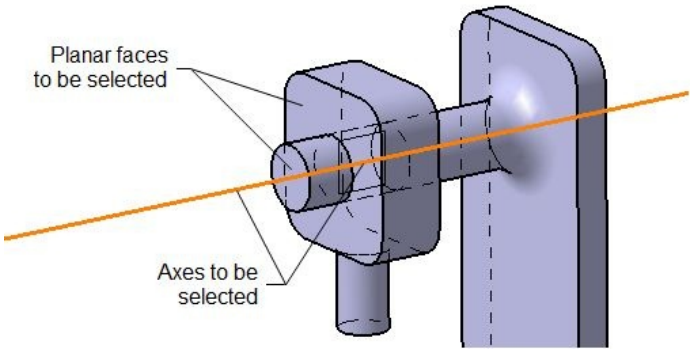

Figure 16-102 *Axes and planar faces to be selected for creating the Prismatic joint*
2. Select the axis of the hole in the Guide, as shown in Figure 16-102; you are prompted to select the second line. Note that, in this figure, the hidden edges of the parts are shown for better visualization.
3. Select the axis of the shaft of the Fix Plate, refer to Figure 16-102; you are prompted to select the first plane.
4. Select the planar face of the Guide, refer to Figure 16-102; you are prompted to select the second plane.
5. Select the planar face of the shaft, refer to Figure 16-102.